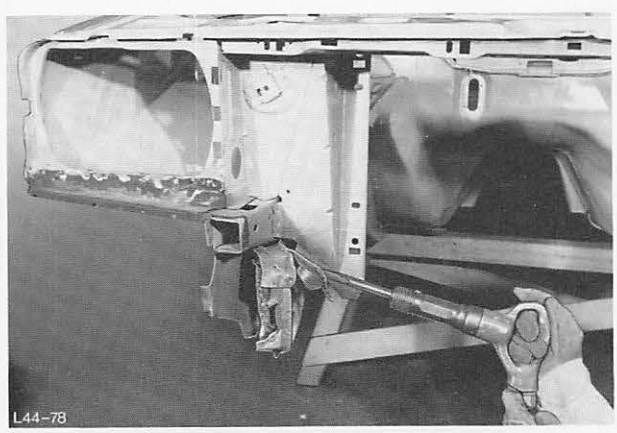

Abb. 74 Blechreste entfernen
2. Blechreste von Punktflansche entfernen, Abb. 74.